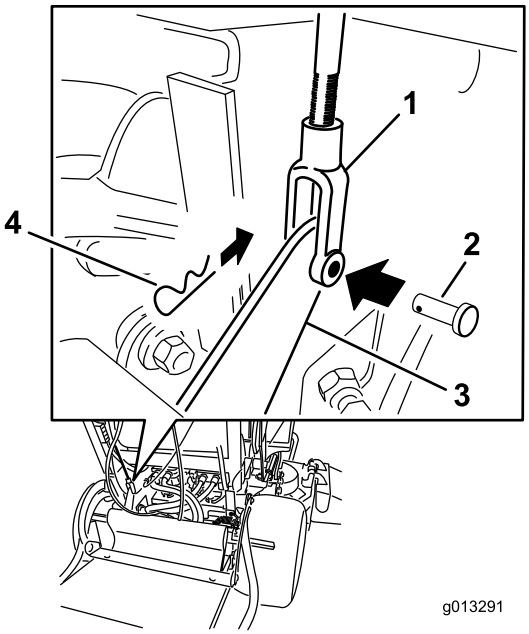

Figur 63
4. For å justere bremsen fjerner du hårnålssplintpinnen og splittpinnen fra den nedre bremsespaken og krysshodet (Figur 63).
7. Fest krysshodet til den nedre bremsespaken med splittpinnen og hårnålssplintpinnen (Figur 63).